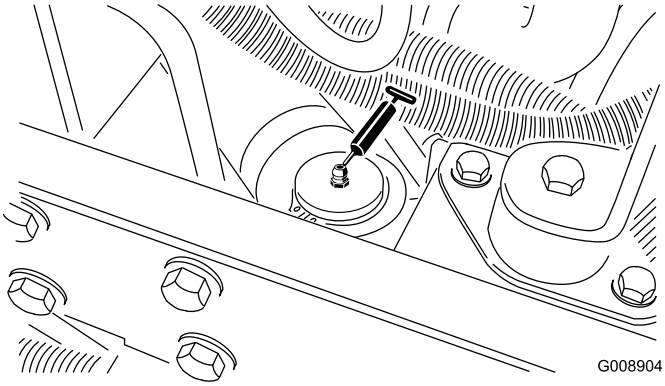

Figur 40
- Styretøjscylinder (Figur 40).